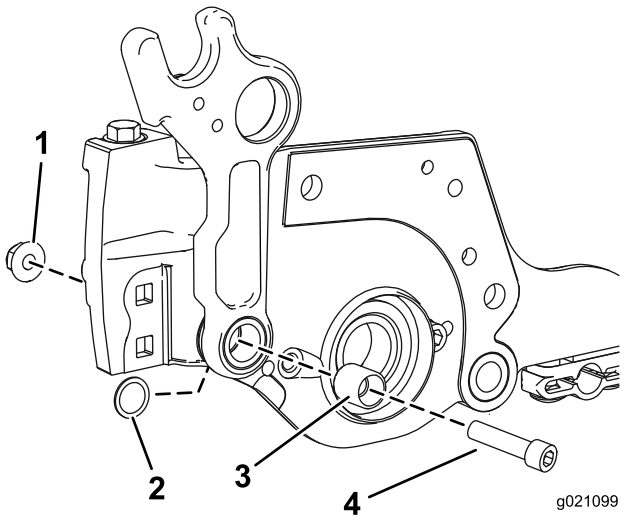

Figur 5
5. Monter en bolt (3/8–16 x 1-1/4 tomme) og en ny afstandsbøsning, og fastgør dem med den møtrik, der leveres med sættet (Figur 5).
Bemærk: Sørg for, at den flade spændeskive er mellem stellet og sidepladen, og at den flade spændeskive er placeret omkring afstandsbøsningen, der er vist i Figur 5.